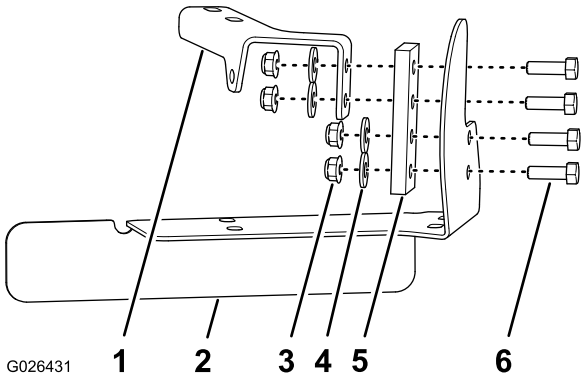
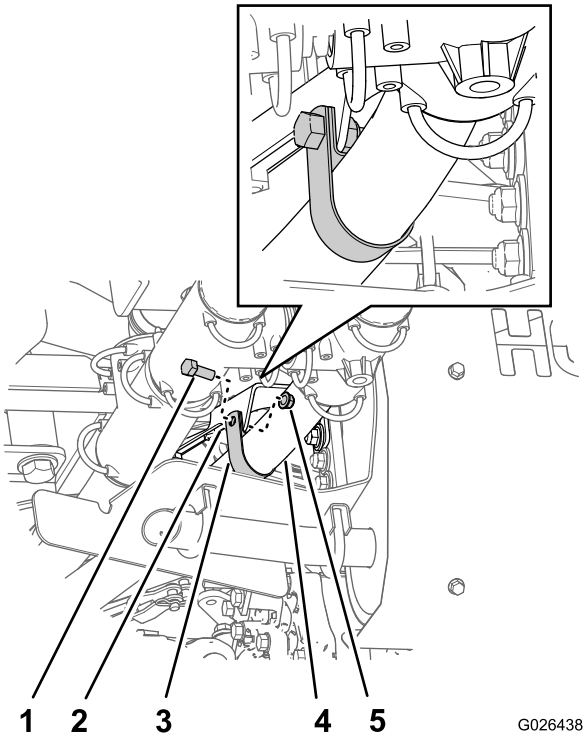

Figuur 8
Figuur 15
1. Lijn 2 van de gaten in een uitlaatophanging uit met de 2 gaten in de demperbeugel; zie Figuur 8.
2. Monteer de uitlaatophanging op de demperbeugel; gebruik hierbij 2 bouten (5/16 x 1 inch), 2 ringen en 2 flensborgmoeren (Figuur 8).
3. Lijn de andere 2 gaten in de uitlaatophanging uit met de 2 gaten in de uitlaatpijpbeugel; zie Figuur 8.
4. Monteer de uitlaatophanging op de uitlaatpijpbeugel; gebruik hierbij 2 bouten (5/16 x 1 inch), 2 ringen en 2 flensborgmoeren (Figuur 8).
1. Schuif de klem (1-1/4 inch) rond de slang van 1-1/4 inch die naast de uitlaatophanging voor de uitlaatpijpbeugel zit (Figuur 8 en Figuur 15).
2. Lijn het gat in de klem uit met de gat in het montagepunt van de demper (Figuur 15).
3. Bevestig de klem aan de beugel (Figuur 15); gebruik hierbij de bout (5/16 x 1 inch) en flensborgmoer (5/16 inch).